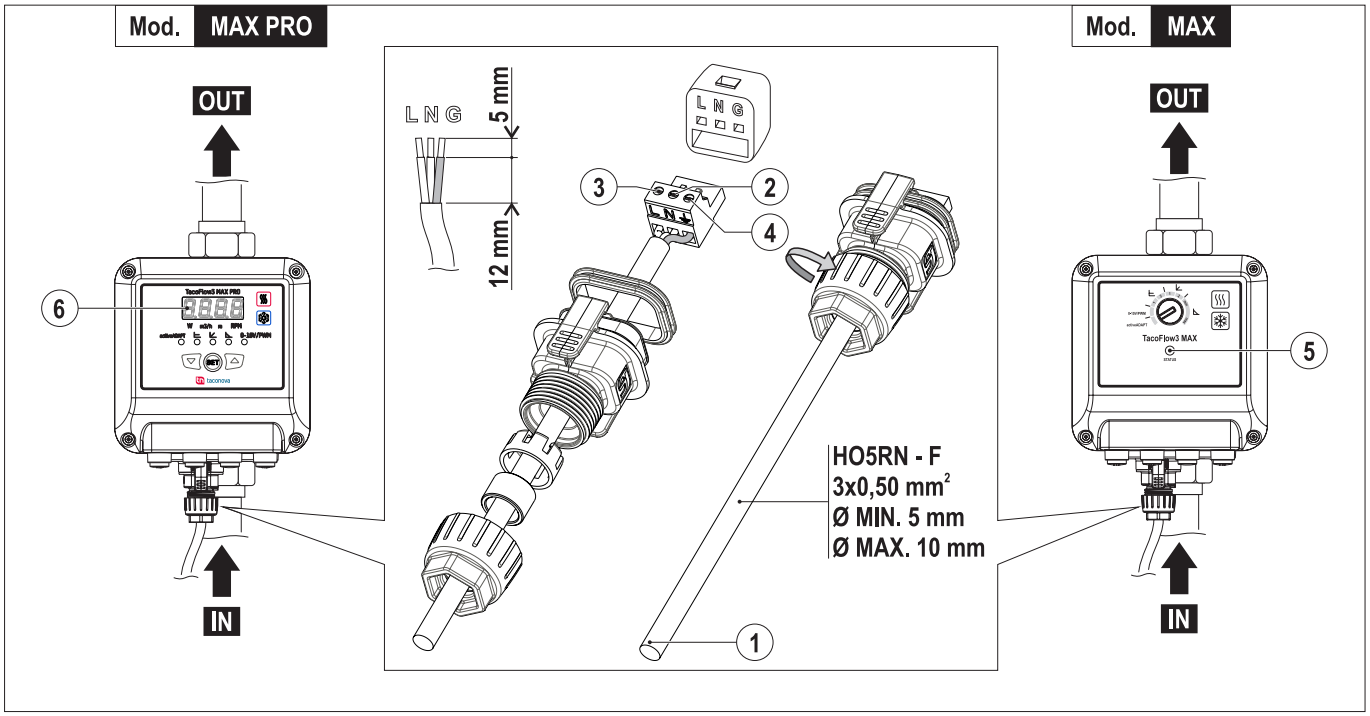

RYS. 10 *(Połączenie ze źródłem energii elektrycznej)*
NAKAZ UŻYCIA KABLA ODPOWIEDNIEGO DO WYMAGANYCH CECH ELEKTRYCZNYCH **(RYS. 10 - ODN. 1)**.
1) Użyć kabla **(RYS. 10 - Odn. 1)** o parametrach podanych w **RYS. 10**.
2) Przyłączyć niebieski przewód (neutralny) do zacisku N **(RYS. 10 - Odn. 2)**.
3) Przyłączyć czarny lub brązowy przewód (faza) do zacisku L **(RYS. 10 - Odn. 3)**.
4) Przyłączyć żółto-zielony przewód (uziemienie) do zacisku G **(RYS. 10 - Odn. 4)**.
9) Włączyć napięcie i sprawdzić połączenie, wskazywane zaświeceniem się diody LED **(RYS. 10 - Odn. 5)** na **mod. MAX** i wyświetlacza **(RYS. 10 - Odn. 6)** na **mod. MAX PRO**.